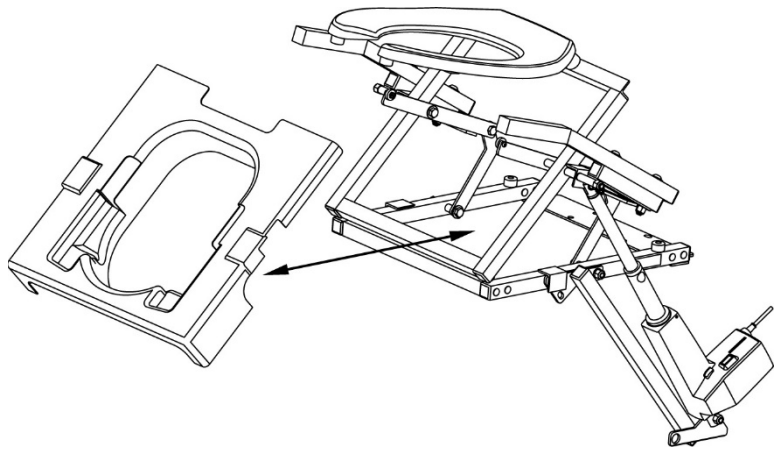

FIG. 26
- 11.3.2 Remove the plastic shield (FIG. 26) by grabbing it from the front and lifting upward, then pulling forward until the shield slides out of the TILT.
- 11.4.3 Insert the plastic shield (FIG. 26) by aligning cutouts over the support rollers.